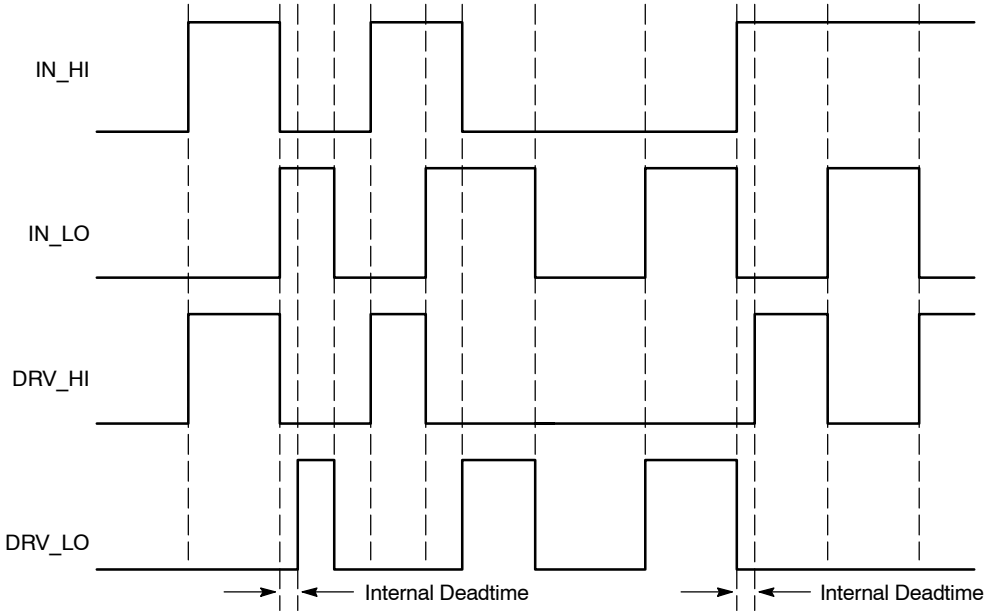

Figure 10. Input/Output Cross Conduction Output Protection Timing Diagram (B Version)
4. Version B integrates a dead time in order to prevent any cross conduction between DRV_HI and DRV_LO. See timing diagram of Figure 10.